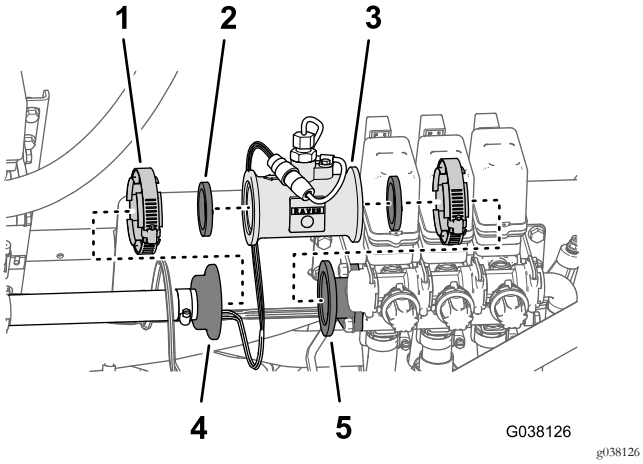

Figura 16
1. Retire a braçadeira de tubos que prende a união estriada da flange do tubo do fluxímetro ao fluxímetro (Figura 16).
2. Retire o grampo flangeado que prende o fluxímetro à união do adaptador na válvula da secção da rampa esquerda (Figura 16).
3. Retire o fluxímetro e as 2 juntas dos coletores da válvula (Figura 16).